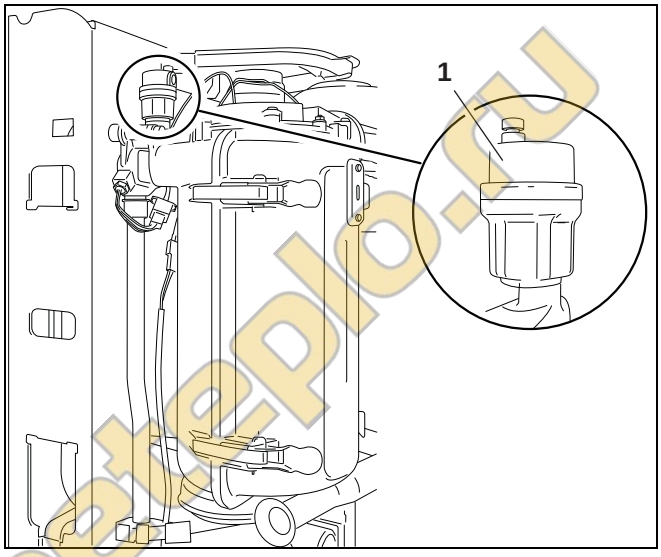

Рис. 22 Автоматический воздушный клапан
Котёл оборудован автоматическим воздушным клапаном (рис. 22), который предназначен для выпуска воздуха. В некоторых случаях может потребоваться кроме воздушных клапанов на различных отопительных приборах установить дополнительные воздушные клапаны в отопительной системе.
- Отверните на один оборот колпачок автоматического воздушного клапана, расположенного сверху слева на котле (→ рис. 22, [1]).